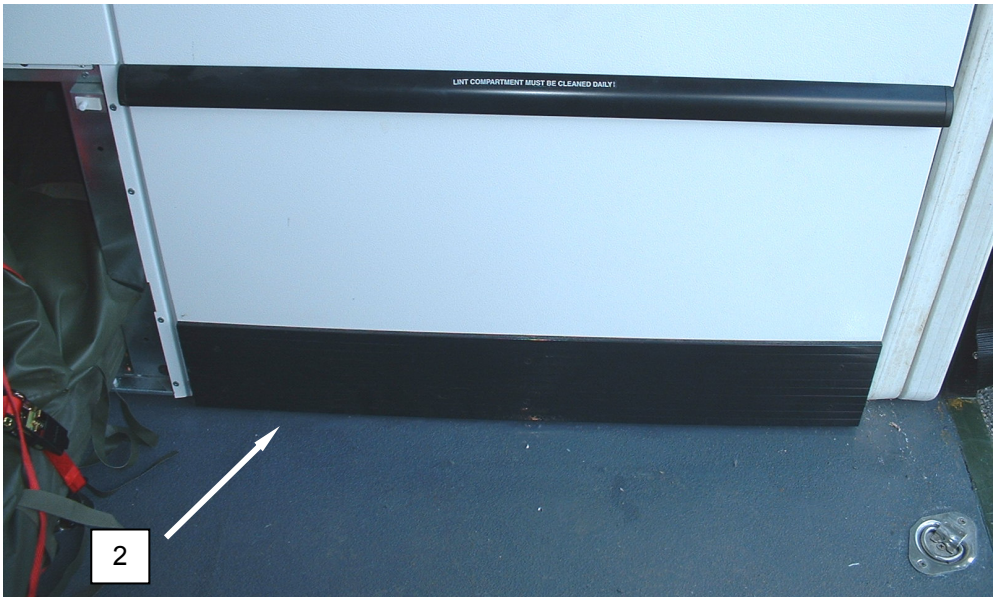

Figure 23. Install Lint Compartment Door on Dryer #2.
32. Install lint compartment door **(Figure 23, Item 2)** on dryer #2.